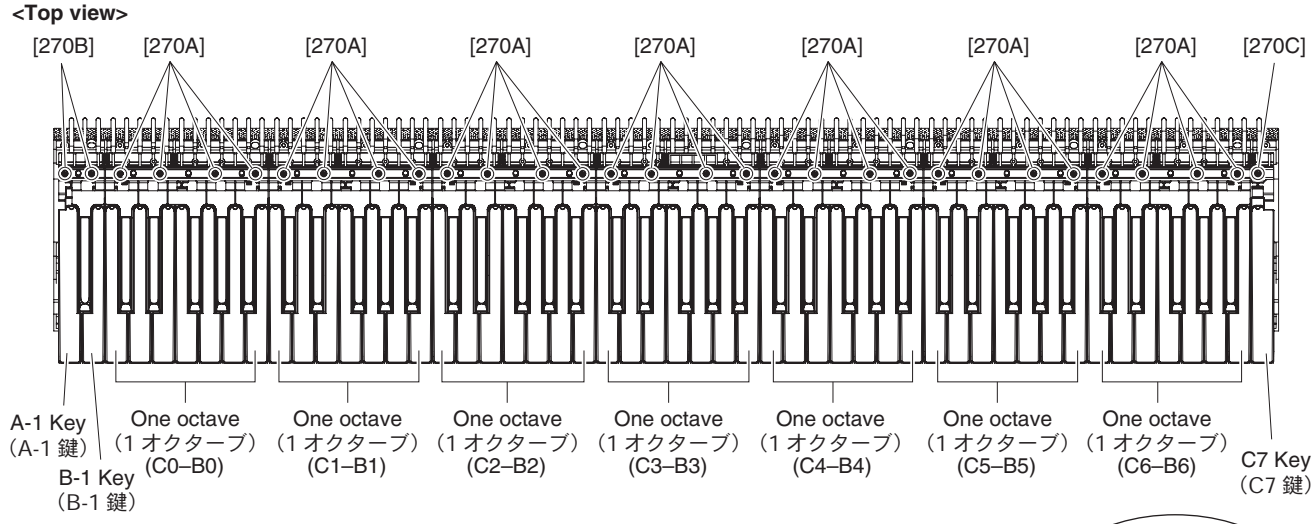
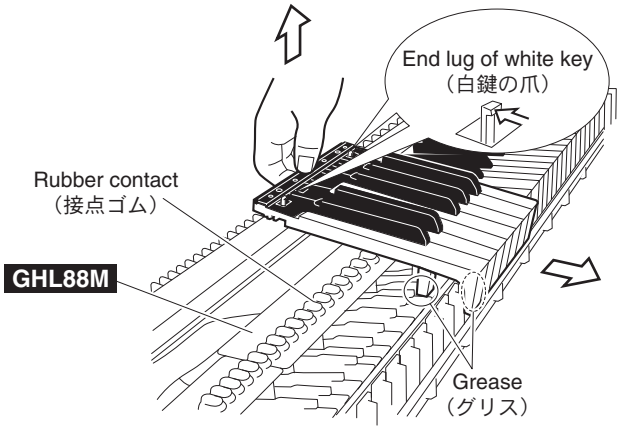

Fig. C-1（図 C-1）
Fig. C-2（図 C-2）
(Fig. C-1, Fig. C-2)
C-2 When removing white keys numbered as A-1 and B-1 key and black key, remove two (2) screws marked [270B] and then lift the back of the keys and slide the black and white keys towards you. (Fig. C-1, Fig. C-2)
C-3 When removing the C7 key, remove a screw marked [270C] and then lift the back of C7 key and slide it towards you. (Fig. C-1, Fig. C-2)
Note: When removing white key assembly and black key assembly, be careful not to allow grease to attach to the circuit board and rubber contacts, etc. (Fig. C-2)
各オクターブ（C ～ B）の白鍵 Ass'y と黒鍵 Ass'y を止めている［270A］のネジ 4 本を外し、白鍵のツメを後方に押しながら 1 オクターブ分の白鍵 Ass'y ／黒鍵 Ass'y を外します。このとき、白鍵 Ass'y ／黒鍵 Ass'y の後部を持ち上げてから、手前にスライドさせて取り外してください。（図 C-1、図 C-2）
C-2 A-1、B-1 鍵は、［270B］のネジ 2 本を外し、A-1、B-1 鍵の後方を持ち上げてから、手前にスライドさせて取り外します。（図 C-1、図 C-2）
C-3 C7 鍵は、［270C］のネジ 1 本を外し、C7 鍵の後方を持ち上げてから、手前にスライドさせて取り外します。（図 C-1、図 C-2）
注）白鍵 Ass'y、黒鍵 Ass'y の取り外しの際、グリスが基板や接点ゴム等に付かないように注意してください。（図 C-2）